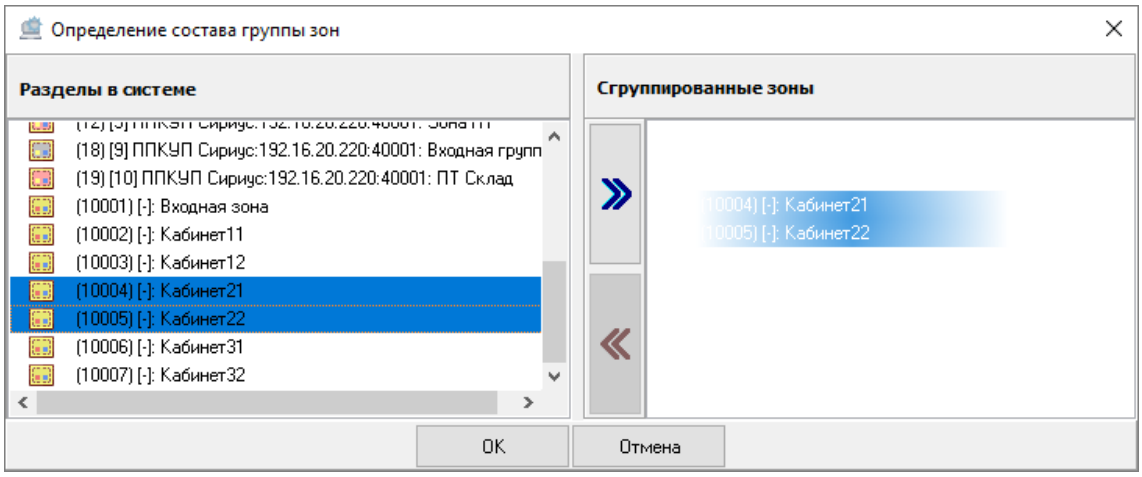

Рисунок 6-351 Привязка системных зон к системной группе зон перетаскиванием
– выделите одну или несколько зон в поле «Зоны в системе» (для выделения сразу нескольких системных зон нажмите на клавиатуре и удерживайте клавишу <Shift> для выбора диапазона или клавишу <Ctrl> для комбинированного выбора) и, удерживая нажатой левую клавишу мыши, перетащите выделенные системные зоны в поле «Сгруппированные зоны» (см. Рисунок 6-351).